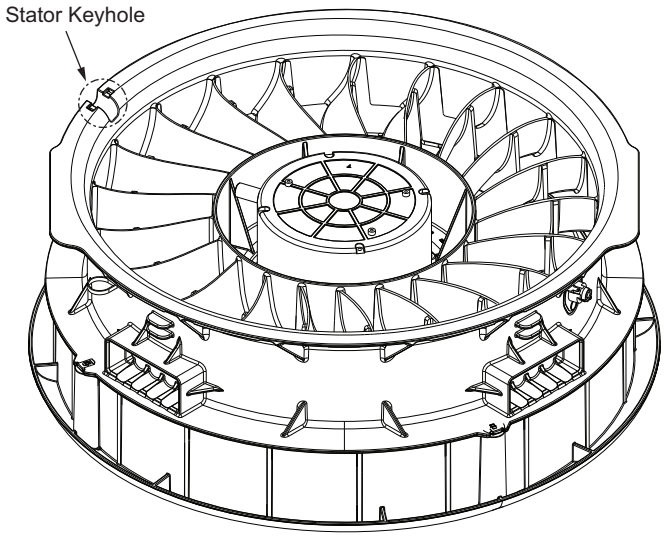

Fig. 38 — Stator Keyhole Location
3. Fit motor wire harness into keyhole feature on the side of the stator and pull wire harness out prior to fixing the motor to the stator. See Fig. 38.